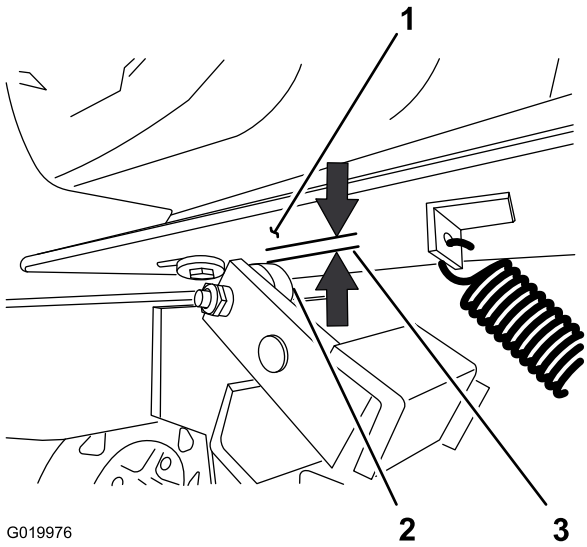

Figura 70
2. Mida la holgura entre la chapa del motor y el rodillo del embrague (Figura 70).